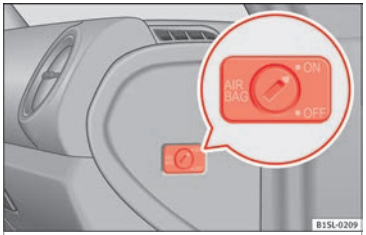

Fig. 20 On front passenger side: Key switch for enabling and disabling the front passenger front airbag.
- Using the vehicle key, turn the key switch to **OFF** ››› Fig. 20.